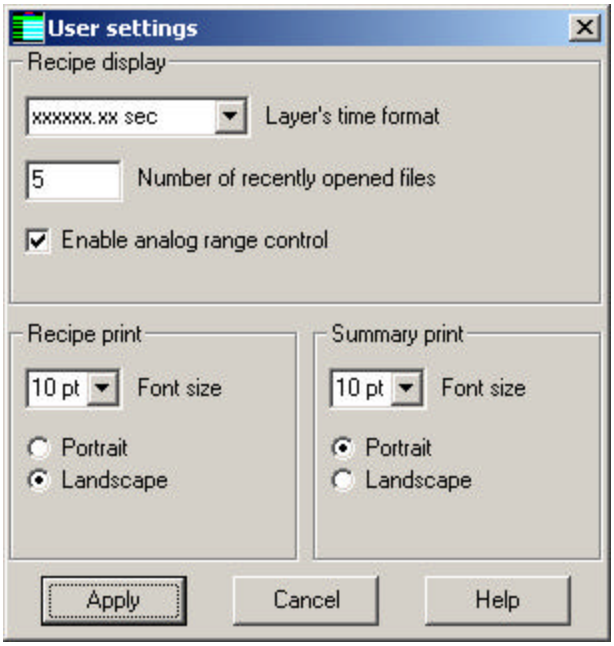

Figure 7.6. User Settings Configuration Screen
7.19.6 In addition to *Recipe Preferences* there are some User settings. These settings can be found under **Options** in RecipePlus program (Figure 7.6).